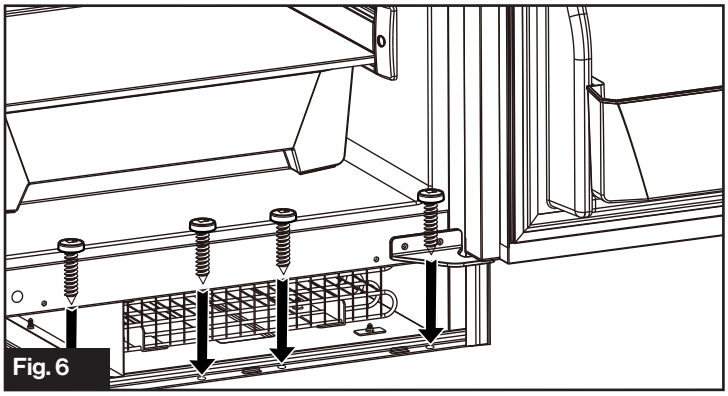
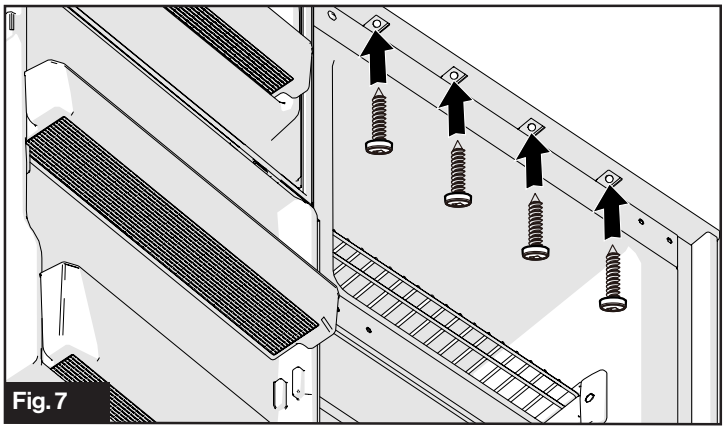

Fig. 6
Fig. 7
4. Fixez le réfrigérateur dans le boîtier en haut et en bas. (Fig. 6 et Fig. 7)